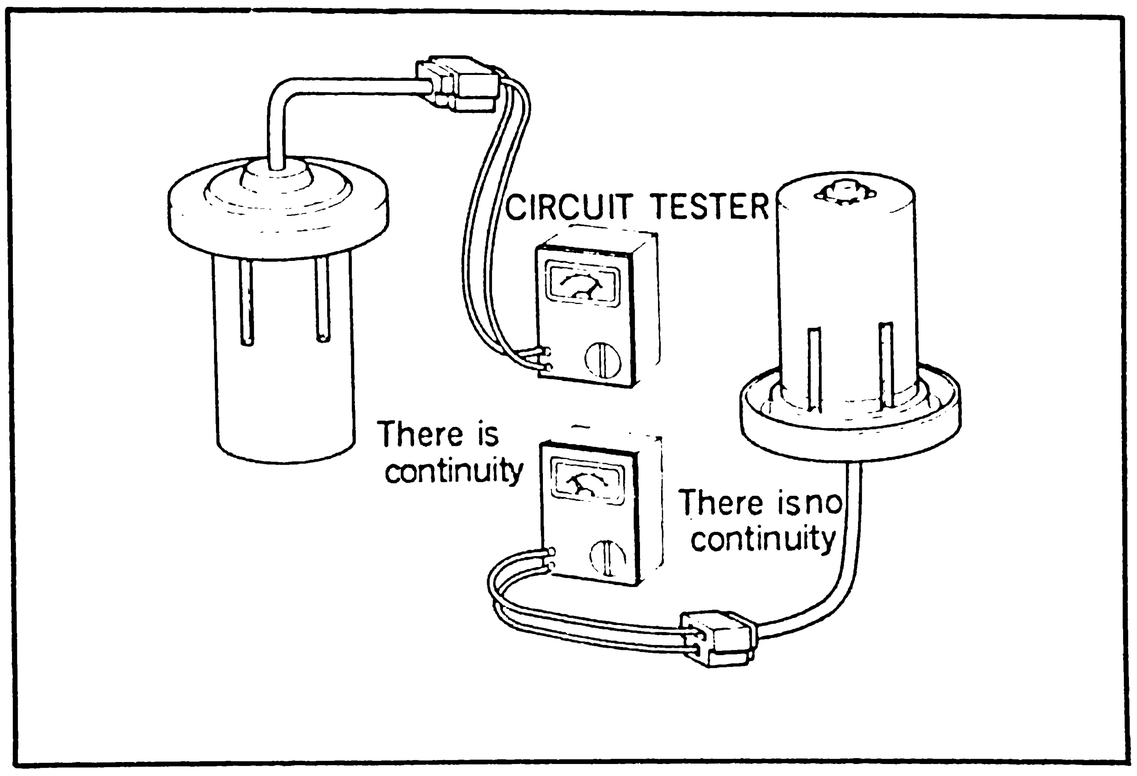

Fig. 5-20 Checking the brake fluid level sensor
2. Remove the sensor from the reservoir tank and check the continuity by the circuit tester as shown in Fig. 5-20.